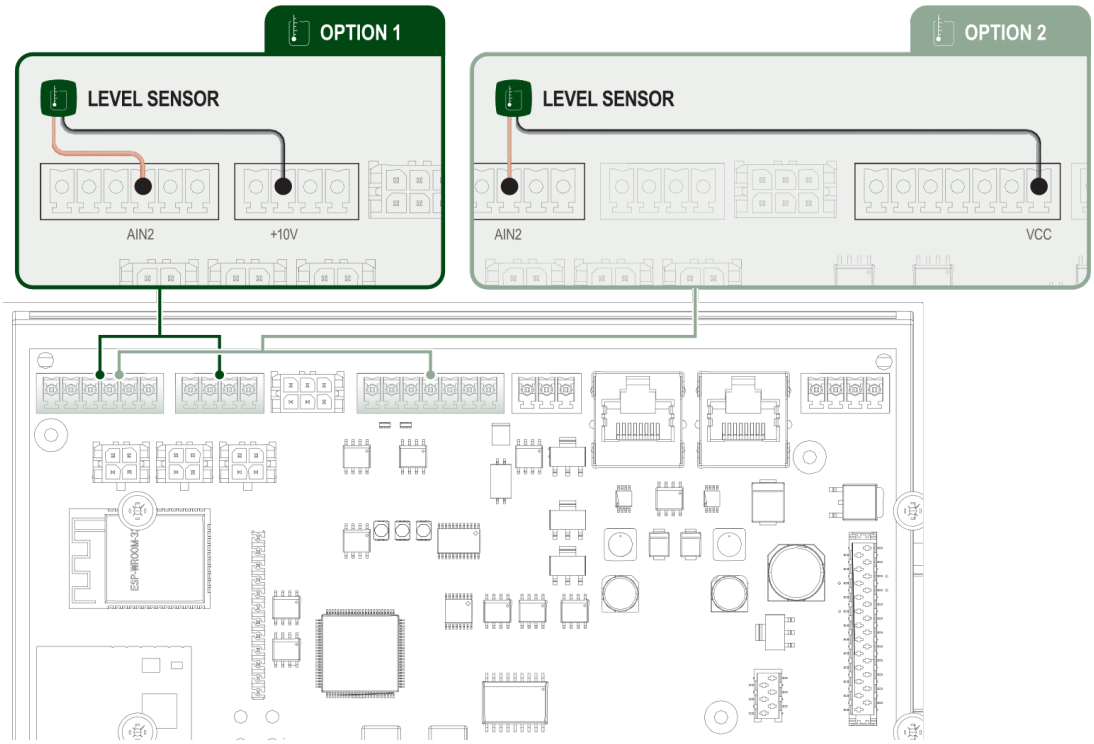

Fig. 18 Connecting to terminals
Esy I/O controls the water level via the two-wire 4/20 mA current depth sensor. The sensor can be powered up to 12V DC (Option 2, see Fig. 18), and the range can be set from the "*H2D*" app. The level sensor must be connected directly to the terminal block as in Fig. 18. Connection is possible via Option 1 or Option 2.
1. Level sensor to be used for monitoring rainwater levels in the rainwater tank. For wiring, connect the power cable to the AIN2 and +10V or AIN2 and VCC terminal (see Fig. 18)